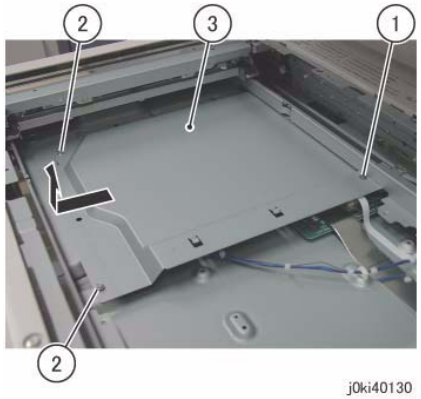

Figure 3 Remove the PWB Cover
9. Remove the PWB Cover. (Figure 3)